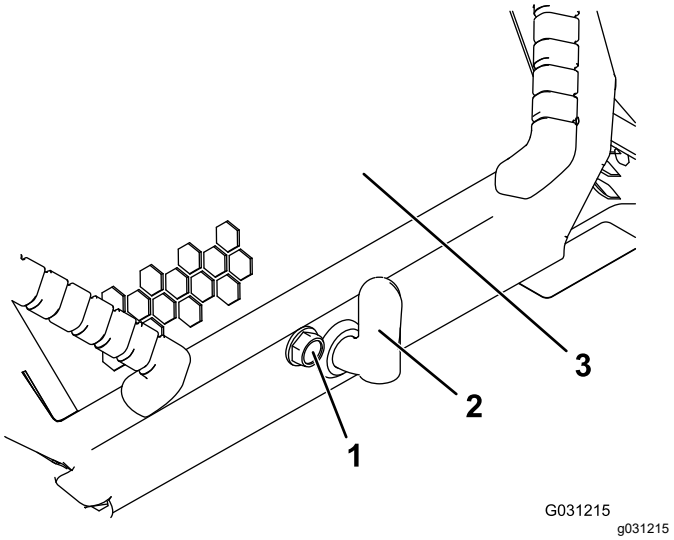

Figura 32
1. Afloje el tornillo de bloqueo del capó (Figura 32).
2. Gire el cierre del capó en sentido horario (Figura 32).
3. Agarre las manijas y abra el capó (Figura 32).
3. Apriete el tornillo de bloqueo del capó para bloquear el cierre (Figura 32).